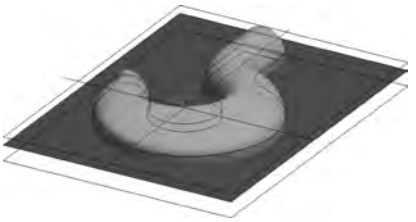

图 5-215　曲线平移
(10) 单击“平移”图标，选择首次绘制的矩形边框线，在界面左侧的立即菜单中选择“偏移量”和“拷贝”选项，设置 $DX=0$、$DY=0$、$DZ=-15$，右击确认，如图 5-215 所示。
(11) 通过直纹面生成曲面。单击曲面生成栏中的“直纹面”图标，在特征树下方的立